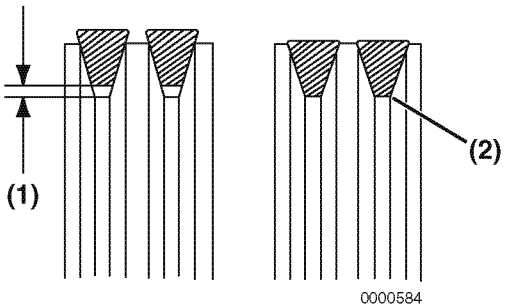

Figure 8-15
5. Inspect the condition of the V-belt. There must be clearance **(Figure 8-15, (1))** between the V-belt and the bottom of the pulley groove. If there is no clearance **(Figure 8-15, (2))** between the V-belt and the bottom of the pulley groove, replace the V-belt.